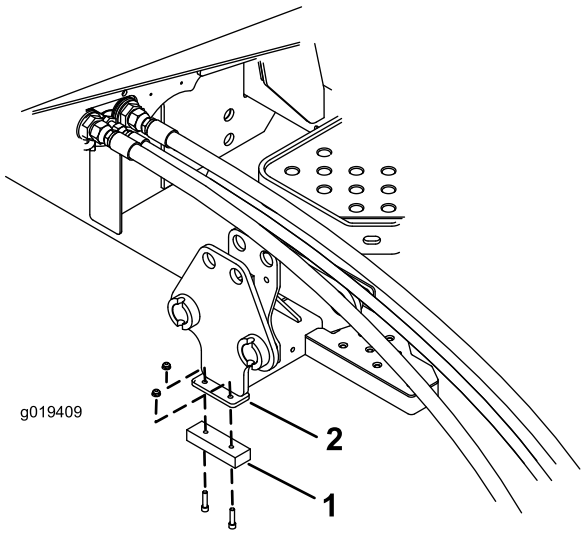

Figure 5
3. Install a bumper to the underside of the bracket with (2) 1/4 inch screws and nuts (Figure 5).